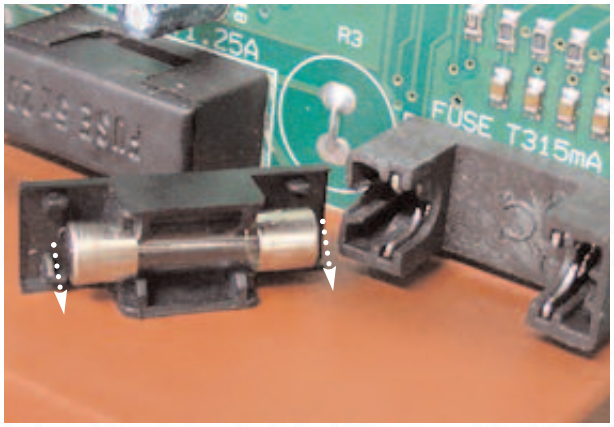

Fig. 18.15
4. Pull out the fuse *(see Fig. 18.15)*;